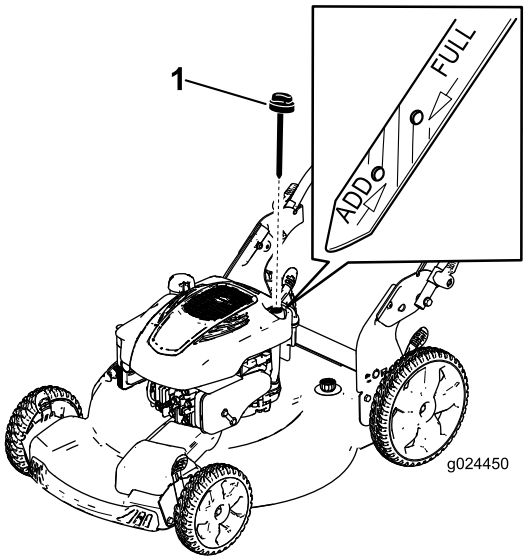

Figur 6
2. Fjern målepinden ved at dreje dækslet mod uret og trække den ud (Figur 6).
5. Aflæs oliestanden på målepinden (Figur 6).